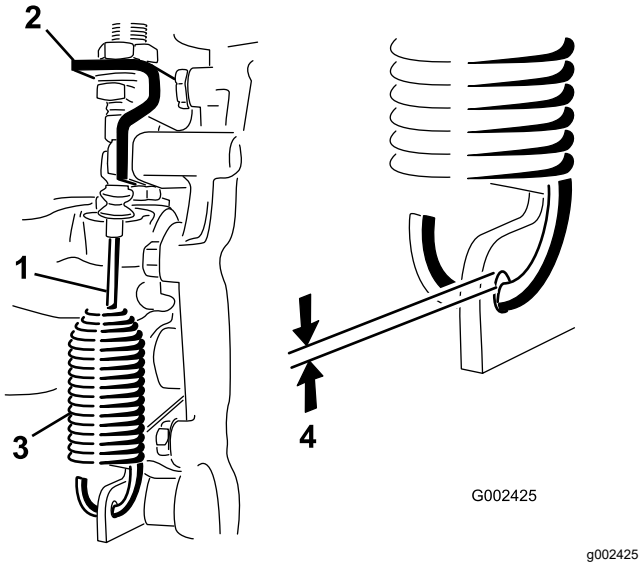

Figura 45
2. Alivie as porcas de segurança que fixam o cabo de bloqueio do diferencial ao suporte no conjunto eixo-transmissão (Figura 45).